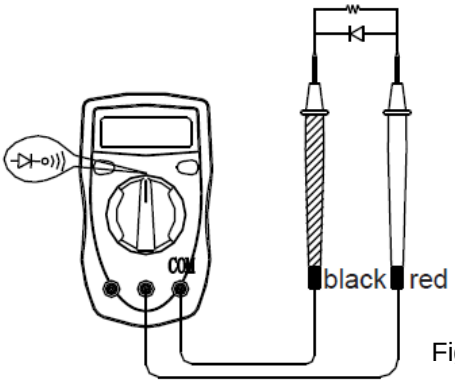

Figuur 6
F. Diodetest en doorbeltest (zie figuur 6)